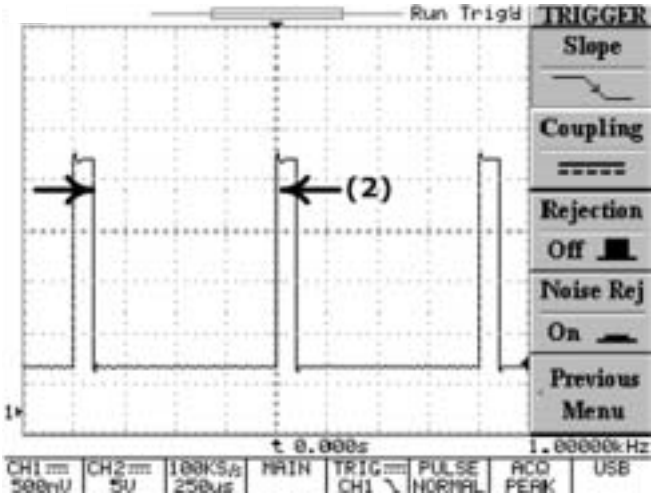

図 5-17：ネガティブ極性を選択した場合のパルス幅トリガ
(2): ネガティブ極性を選択すると、比較条件が一致した時にパルスのローからハイへの移行時にトリガが発生します。図 5-17 を参照してください。